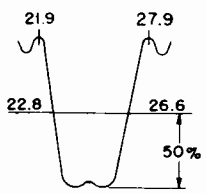

FIGURE 5.
3. Through a 47K ohm decoupling resistor, connect the oscilloscope across the video detector load resistor R-27 (4700) which may be reached from pin 3 of test receptacle (J-4). If a stronger output is required, connect the scope between picture tube cathode (yellow lead) and chassis. The curve seen at this position will be the reverse of the polarity shown in Figures 5 & 6.
7. Tune the 1st IF transformer, T-4, to place a 26.6 mc marker on the high side of the response curve 50% down from maximum response. At the same time, adjust T-6 to provide a flat top or symmetrical response curve. Tuning the two transformers together will make for proper marker placement and "jacking" action of T-6. See Figure 5.
8. Tune the 2nd IF transformer, T-5, to place a 22.8 mc marker on the low side of the response curve 50% down from maximum response. At the same time, adjust T-6 to provide a flat top or symmetrical response curve as in step 6. See Figure 5.
9. Tune trap L-12 for maximum attenuation on the curve at 21.9 mc, as in Figure 5. Make sure the core is toward the outside of the trap winding (toward the top).
10. Tune trap L-11 for maximum attenuation on the curve at 27.9 mc, as in Figure 5. Make sure the core is toward the outside of the trap winding (toward the top).